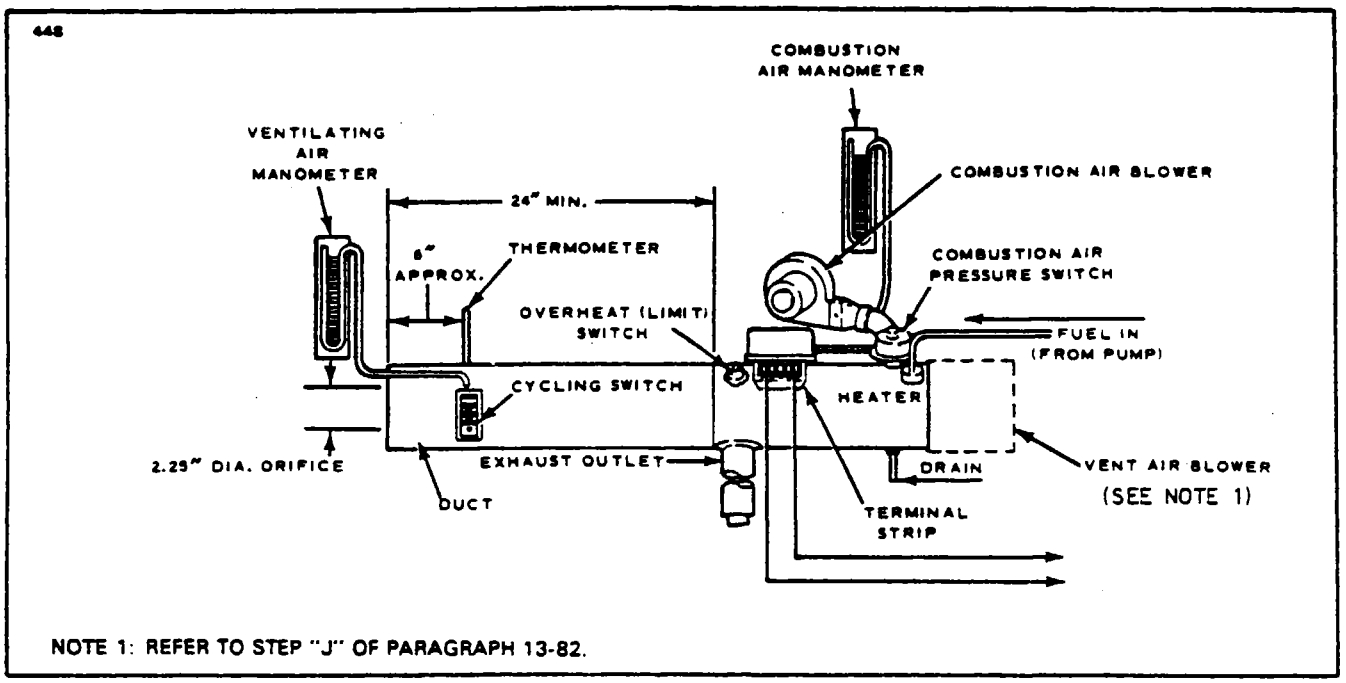

Figure 13-23. Suggested Setup for Heater Operation Test
13-83. EQUIPMENT REQUIRED. (See Figure 13-23.)
f. A piece of duct to be attached to the downstream end of the heater. It should have a minimum length of 24 inches and the same diameter as the heater being tested. A 2.25 inch diameter orifice should be centrally located at the outlet end. An aperture should be provided for the thermometer, and the cycling switch that is used with the heater (see Paragraph 13-53, a), and a static tap should be attached as shown in Figure 13-23.
13-84. OPERATIONAL TEST (Refer to Figures 13-23 and 13-24.)